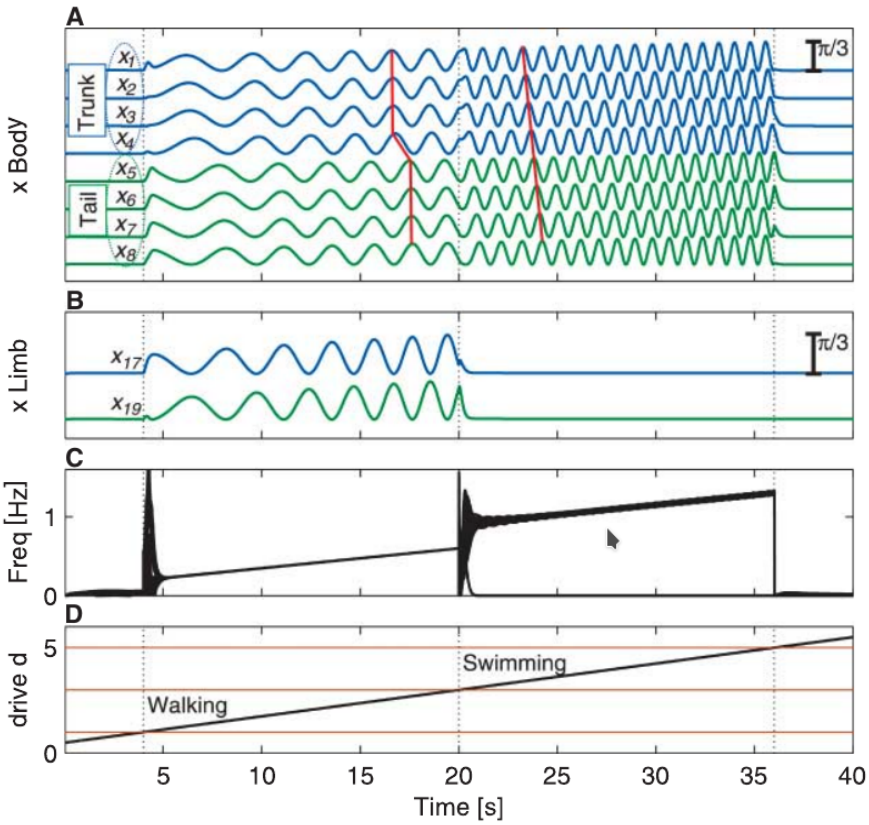

Figure 4: Oscillator patterns from [3], see [3] for details
2. **Part B (Network Dynamics Validation):** Implement a drive that linearly increases from 0 to saturation (e.g., 0 to 6 over 20 seconds). Your plots should reproduce patterns similar to Figures 4 and 5. **Hint:** The state for the network ODE is of size 64 where the first 32 elements correspond to the oscillator phases ϕ_i and the last 32 elements correspond to the amplitude r_i. The initial state is set in the init of network.py::SalamanderNetwork.